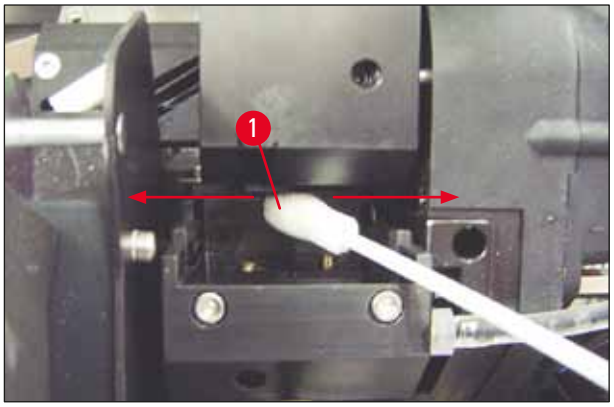

Fig. 54
5. Introduzca con cuidado la varilla en el espacio que hay debajo del cabezal de impresión (→ "Fig. 54"). Aplique una ligera presión hacia arriba (sobre el cabezal de impresión) y mueva la varilla de espuma adelante y atrás (aprox. 10 veces). De este modo se disuelven y eliminan los residuos de tinta seca.